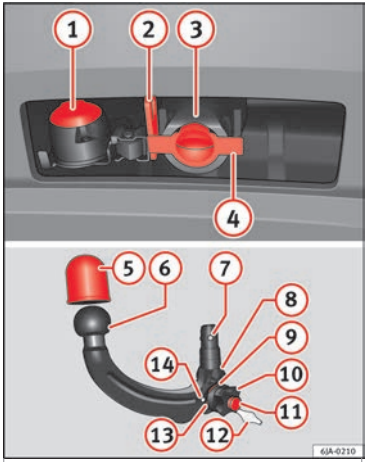

Fig. 195 Towing bracket device support for hitching/ball-headed bar.
Key to ››› **Fig. 195**
– Remove the cap from the clamping bush (4) ››› Fig. 195 by pulling downwards.
– Place the cover over the clamping bush (4) ››› **Fig. 195**.